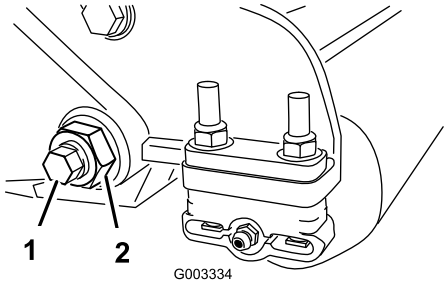
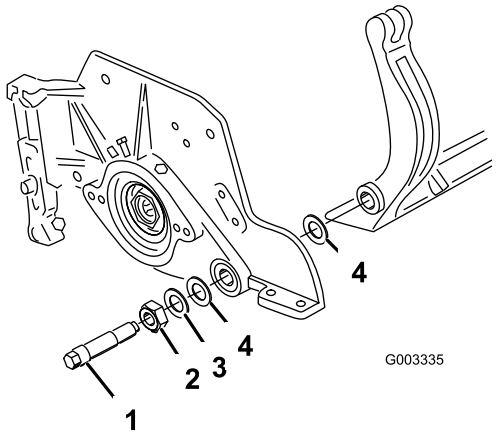

Figuur 26
Figuur 27
3. Draai de borgmoer van de snijbalkbout op beide zijden van de machine los (Figuur 26).
4. Verwijder beide snijbalkbouten zodat de snijbalk omlaag kan worden getrokken en uit de machine worden verwijderd (Figuur 26). Bewaar de 2 nylon ringen en de stalen ring op beide uiteinden van de snijbalk (Figuur 27).
2. Zet de snijbalk vast aan beide zijplaten met de snijbalkbouten (moeren op de bouten) en 6 ringen. Plaats een nylon ring op beide zijden van de verdikking op de zijplaat. Plaats een stalen ring op de buitenkant van beide nylon ringen (Figuur 27). Draai de snijbalkbouten vast met een torsie van 37–45 Nm. Draai de borgmoeren vast tot de stalen ring op de buitenkant niet meer ronddraait en er geen eindspeling meer is, maar zorg ervoor dat de zijplaten niet te vastzitten of verbuigen. De ringen aan de binnenkant mogen speelruimte hebben.